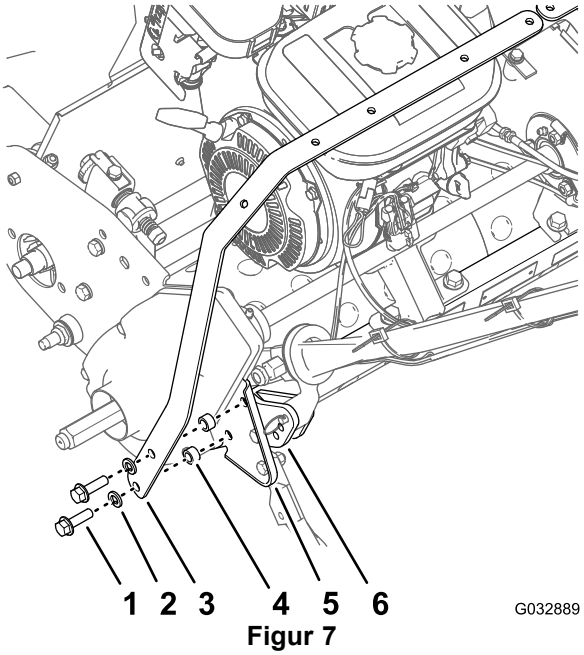

Figur 7
9. Montera ljusstångens vänstra dragband, två distansbrickor och vänster plåt vid det yttre mellanlägget på den bakre ramen (Figur 7) med hjälp av de två flänsskruvar (3/8 x 1 1/4 tum) och två låsbrickor (3/8 tum) som du tog bort i steg 6.